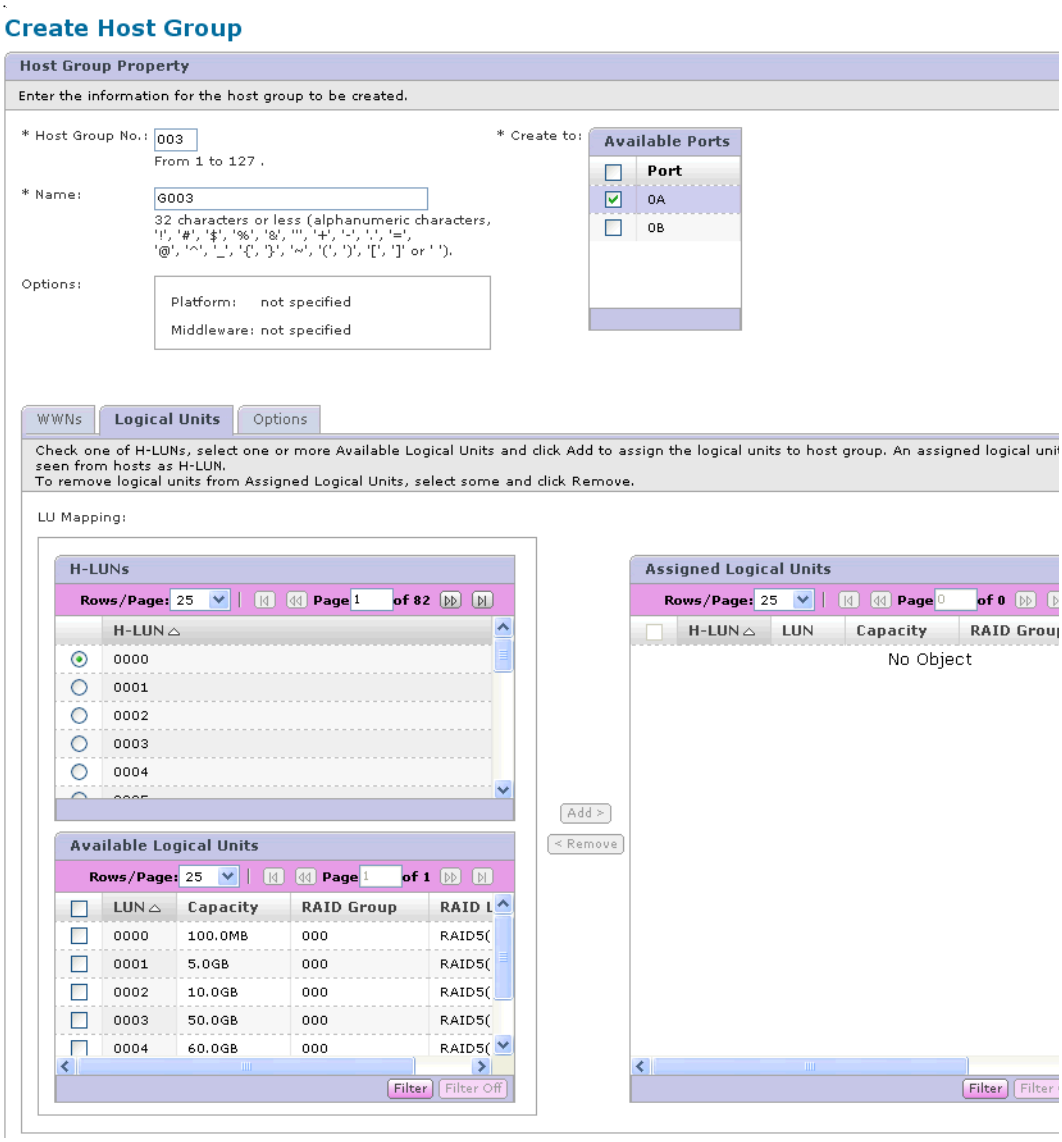

Figure 8-26: Host Group Property—Logical Units Tab
5. Click the **Logical Units** tab. Figure 8-26 appears.